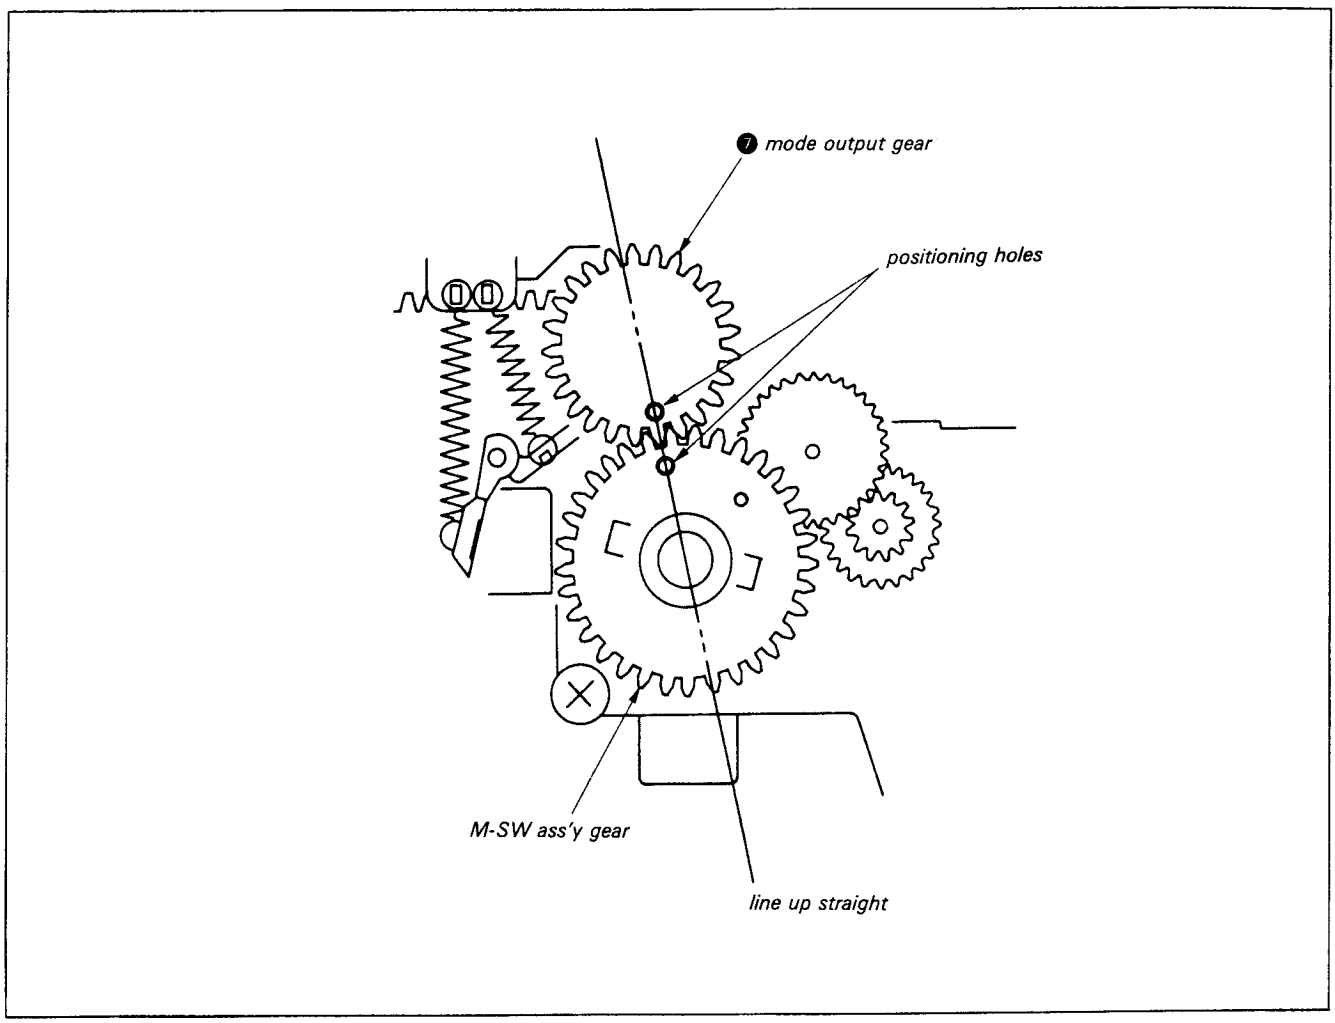

*Fig. 7-39.*
8) Mount the mode output gear ❼ so that the positioning holes are lined up. (See Fig. 7-39.)
9) Mount stopper washer ❻.
11) Mount B release arm ❺ and tension spring ❹.
13) Mount the LD-1 board ❸.
14) Mount drive gear B assembly ❷ and stopper washer ❶.